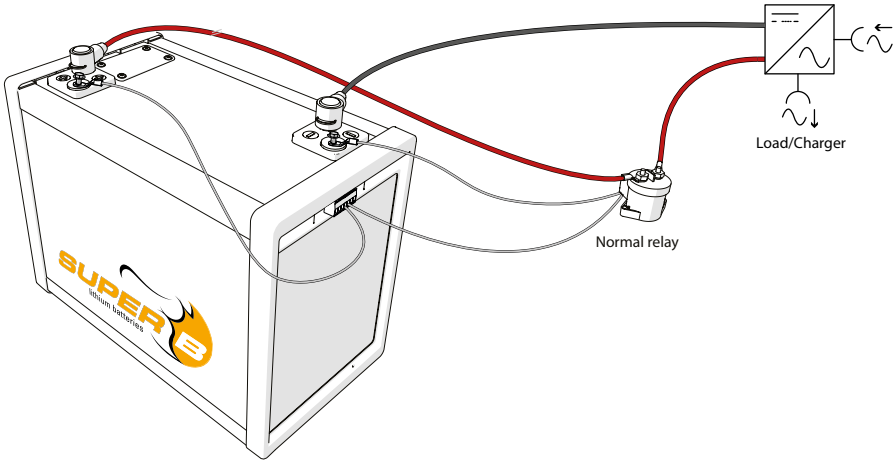

Abbildung 6. Schließen Sie ein normales Relais als externe Abschaltvorrichtung an.
1. Wenn Sie ein normales Relais verwenden, schließen Sie es an Con 2 (I/O-Anschluss 7), Pin 4 (Rc) und Pin 5 (Rnc) an, wie in Abbildung 6 gezeigt.